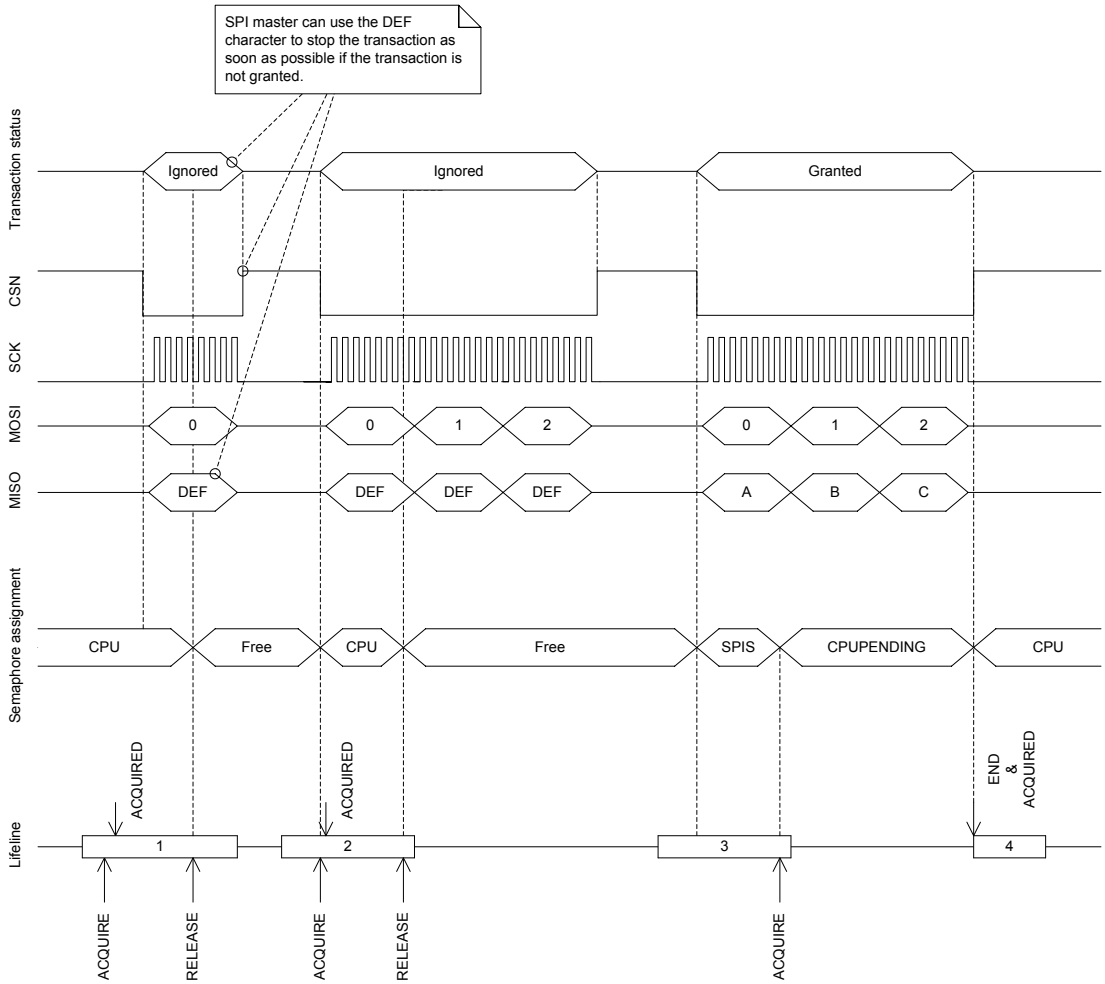

Figure 73: SPI transaction when shortcut between END and ACQUIRE is enabled
See *Figure 73: SPI transaction when shortcut between END and ACQUIRE is enabled* on page 290.
Before the CPU can safely update the RXD.PTR and TXD.PTR pointers it must first acquire the SPI semaphore. The CPU can acquire the semaphore by triggering the ACQUIRE task and then receiving the ACQUIRED event. When the CPU has updated the RXD.PTR and TXD.PTR pointers the CPU must release the semaphore before the SPI slave will be able to acquire it. The CPU releases the semaphore by triggering the RELEASE task. This is illustrated in *Figure 73: SPI transaction when shortcut between END and ACQUIRE is enabled* on page 290. Triggering the RELEASE task when the semaphore is not granted to the CPU will have no effect.
The SPI slave will try to acquire the semaphore when CSN goes low. If the SPI slave does not manage to acquire the semaphore at this point, the transaction will be ignored. This means that all incoming data on MOSI will be discarded, and the DEF (default) character will be clocked out on the MISO line throughout the whole transaction. This will also be the case even if the semaphore is released by the CPU during the transaction. In case of a race condition where the CPU and the SPI slave try to acquire the semaphore at the same time, as illustrated in lifeline item 2 in *Figure 73: SPI transaction when shortcut between END and ACQUIRE is enabled* on page 290, the semaphore will be granted to the CPU.